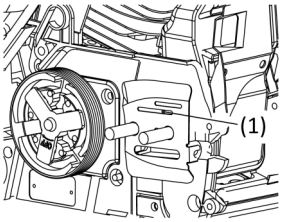

Рис. 18.2
2. Отверстие вывода масла Рис. 18.2